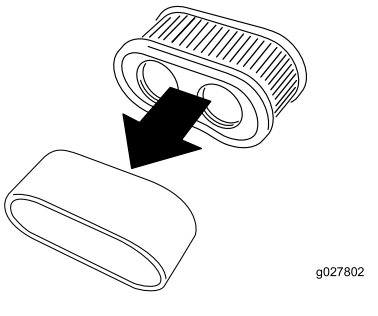

Figur 39
5. Dela på skumplast- och pappersinsatserna (Figur 39).